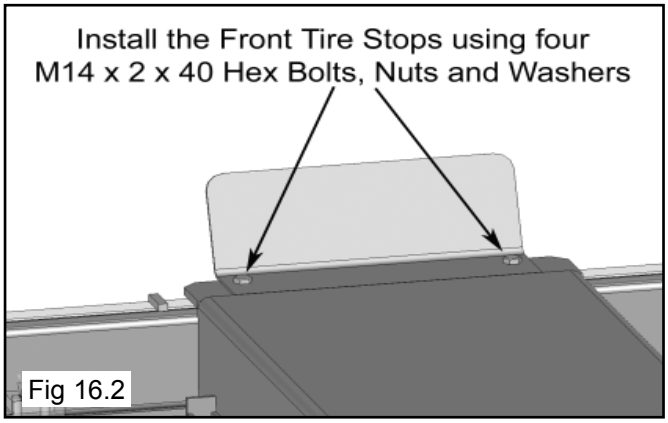

Fig 16.2
2. Install the Front Tire Stops at the forward side of the lift using the M14 x 2 hex bolts, nuts and washers. (See Fig. 16.2)